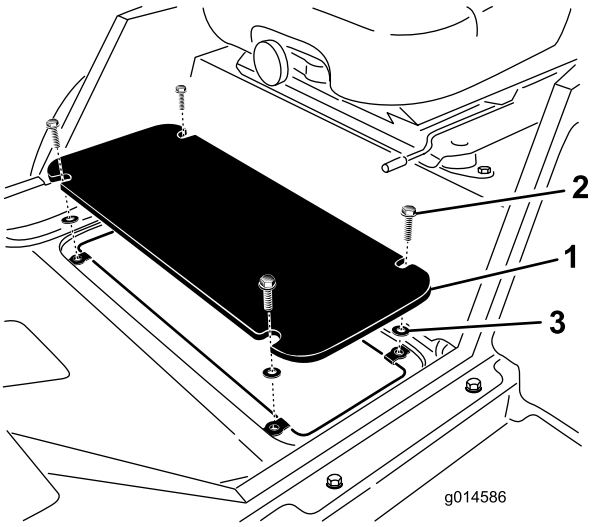

Bild 7
1. Entfernen Sie die vier Schrauben, mit denen die Bodenplatte am Rahmen befestigt ist (Bild 7).